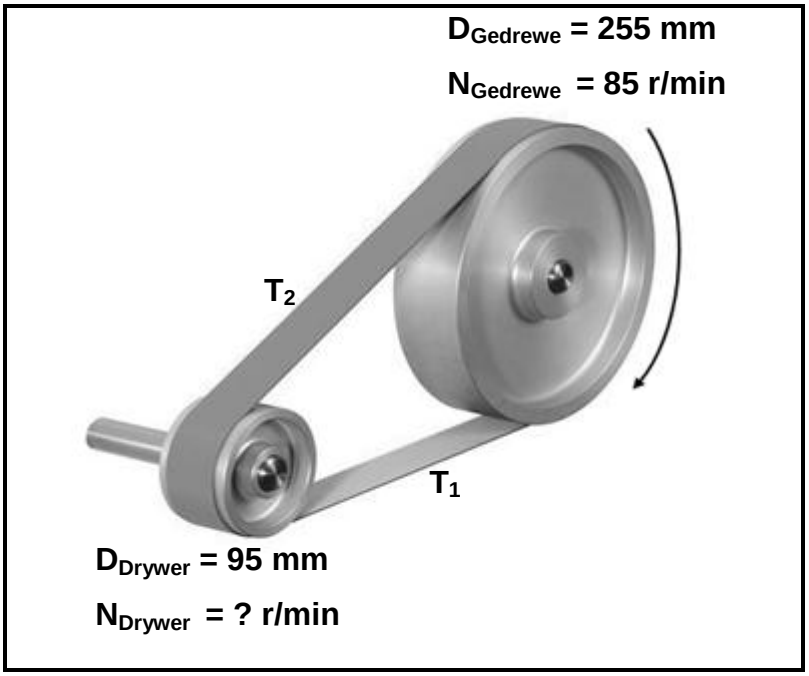

FIGUUR 11.5
11.5 FIGUUR 11.5 toon 'n bandaandrywingstelsel met 'n gedrewe katrol van 255 mm wat teen 85 r/min roteer. Die diameter van die dryfkatrol is 95 mm. Beantwoord die vrae wat volg.